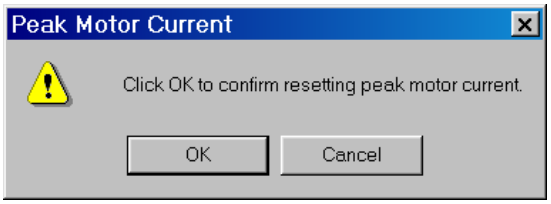

Figure 2-41 Peak Motor Current Profile Reset Confirmation Screen
5. To reset the Peak Motor Current Value to zero select "Reset Motor Current". TapTalk will display a "Peak Motor Current" reset configuration screen (Figure 2-41).